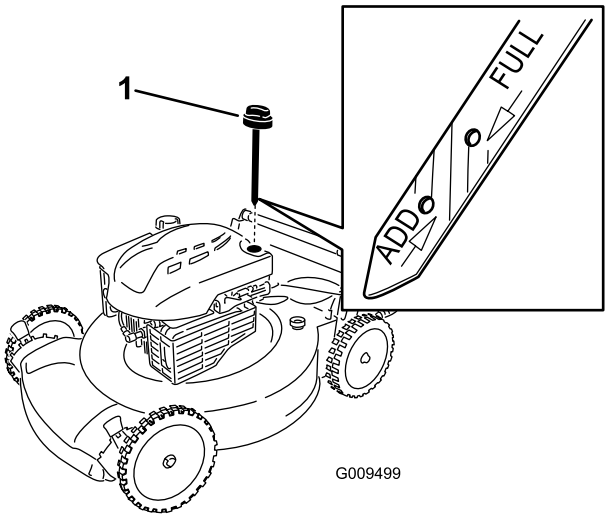

Figuur 18
2. Verwijder de peilstok (Figuur 18).
4. Giet **langzaam** olie in de vulbuis totdat het peil de **Vol**-markering op de peilstok bereikt (Figuur 18). **Niet te vol vullen.** (Maximale vulhoeveelheid: 0,59 l, type: SAE 30 reinigingsolie, met onderhoudsclassificatie SF, SG, SH, SJ, SL van het American Petroleum Institute [API] of hoger).